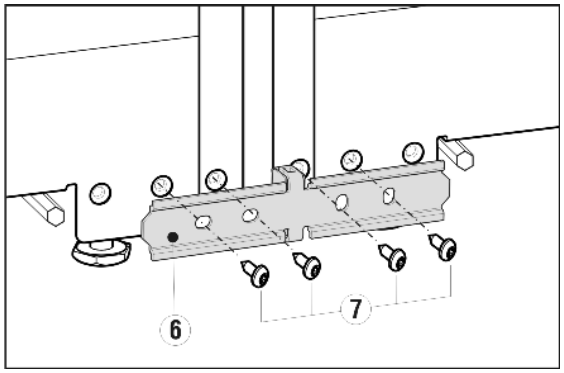
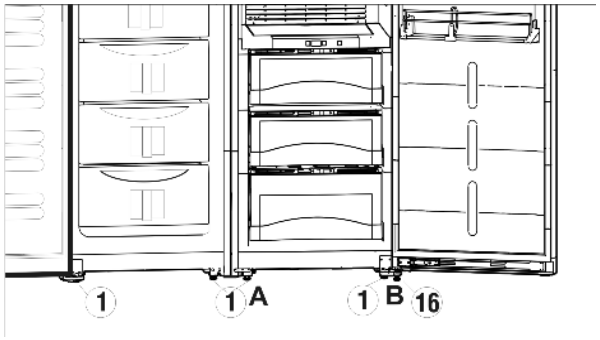
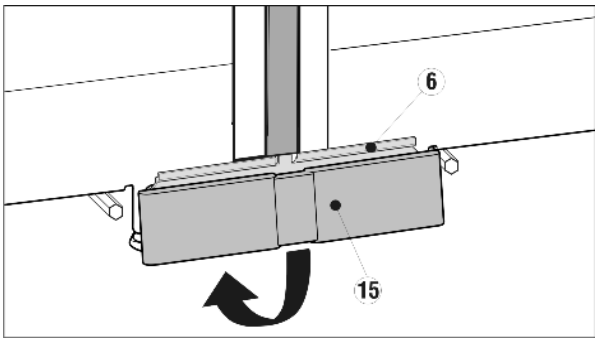

Fig. 4
Fig. 9
Fig. 10
▶ Сведите устройства вместе или повторно выровняйте их и при помощи винтов *Fig. 4 (7)* из комплекта прочно прикрутите крепежный уголок *Fig. 10 (6)*.
- Защелкните крышку *Fig. 9 (14)* на еще открытом промежутке обеих заглушек участков обслуживания. Следите за тем, чтобы наружные стороны крышки заканчивались вровень с заглушками участков обслуживания. Для этой цели крышка сделана выдвижной.
- Нижнюю крышку *Fig. 10 (15)* из комплекта установите сверху на крепежный уголок *Fig. 10 (6)* и зафиксируйте снизу.
- Снова выкрутите средние установочные опоры (A) до контакта с полом.
- При необходимости выкрутите установочную опору *Fig. 9 (16)* на опорном кронштейне (B), чтобы подпереть дверцу.*